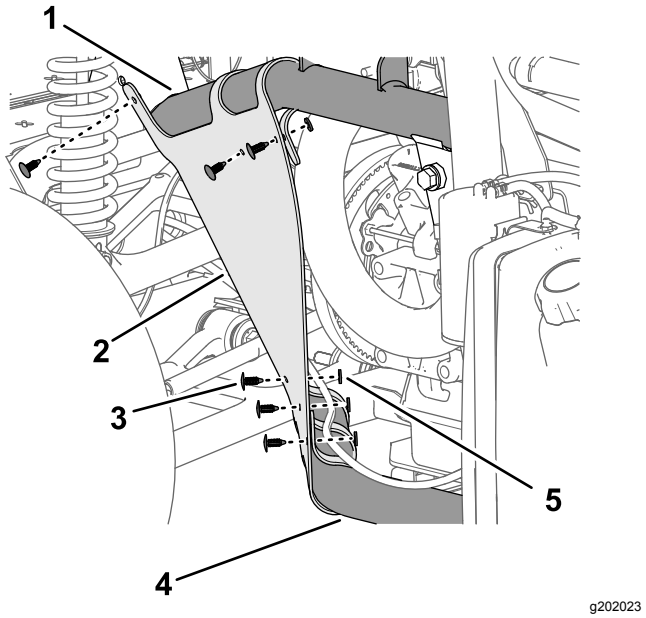

Figur 216
2. Fastgør inderskærmens afskærmning på stelrørene med 6 skubbefastgørelsesanordninger (Figur 216).
3. Ret hullerne i skærmen ind efter hullerne i maskinstellet som vist i Figur 216.